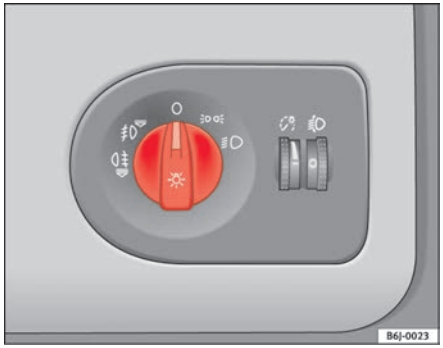

Fig. 50 Detailed view of dash panel: lights, fog light and rear fog light control
– Turn the light switch ⇒ fig. 50 to position ≣D.